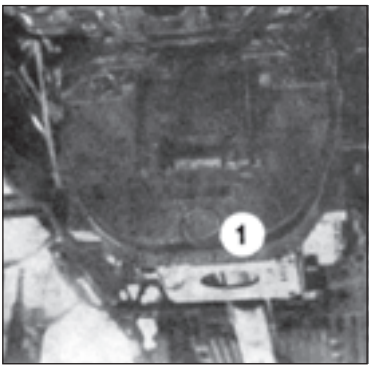

Fig. 216
7. Change the oil in the transmission box (final drive). The oil is drained through the box which is situated under the gearbox by unscrewing the drain plug (Fig. 216/1).